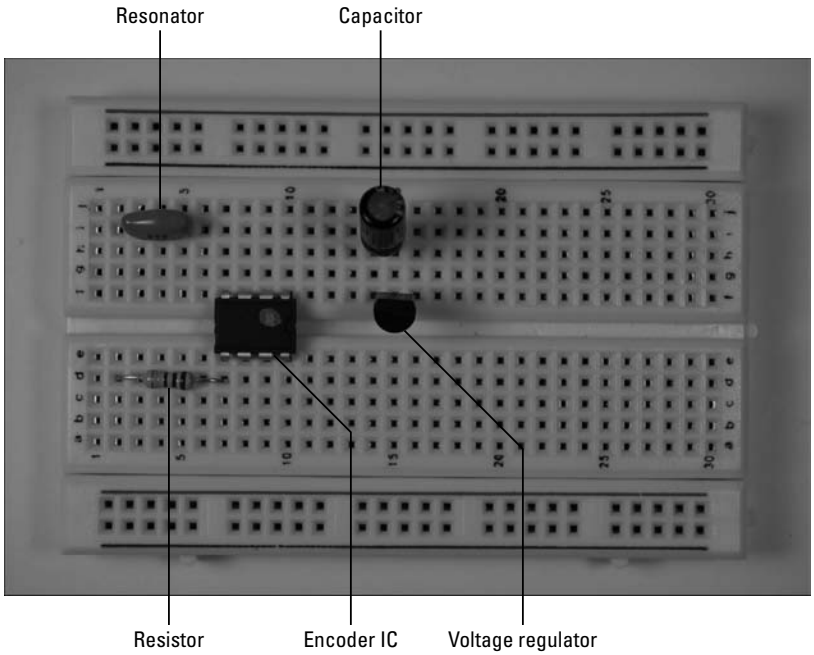

Figure 11-7: Place the encoder IC and associated components on the breadboard.
1. **Place the encoder IC, resonator, voltage regulator, resistor, and capacitor on the breadboard, as shown in Figure 11-7.**